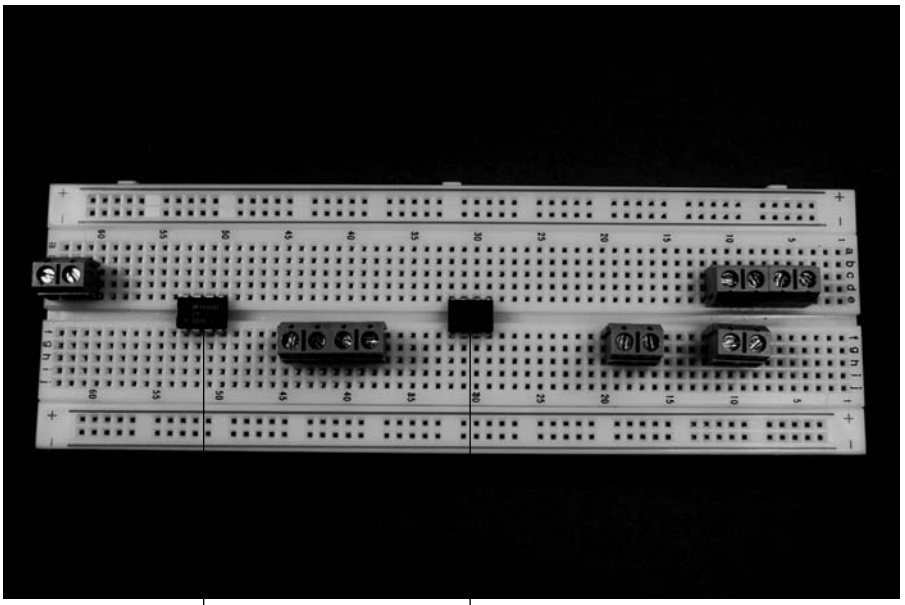

Figure 8-5: Place the ICs and terminal blocks on the breadboard.
1. **Place ZN416E (IC1), LM386N-1 (IC2), and seven terminal blocks on the breadboard, as shown in Figure 8-5.**